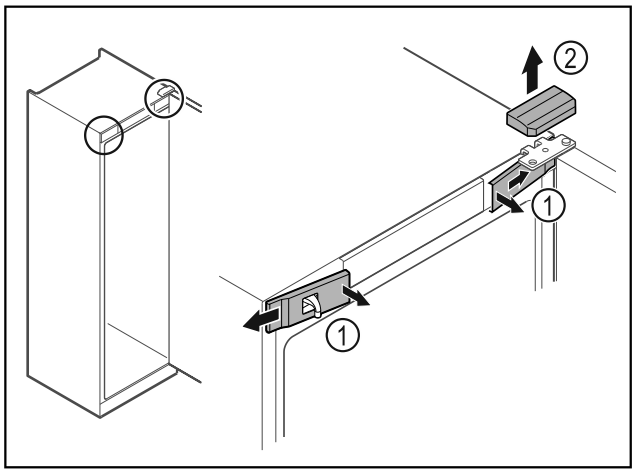

Fig. 4
▶ Deblocați apărătorile frontale din interior *Fig. 4 (1)* și detașați-le în lateral.
▶ Scoateți în sus *Fig. 4 (2)* apărătoarea.